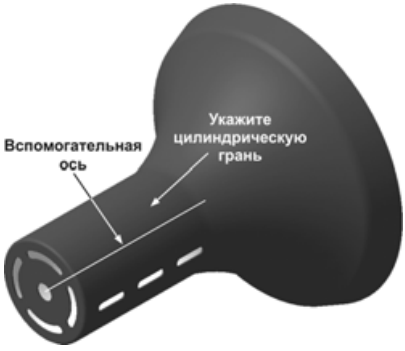

Рис. 5.210
- Укажите цилиндрическую грань модели, на которой нужно создать массив пазов — система выполнит построение оси (рис. 5.210).